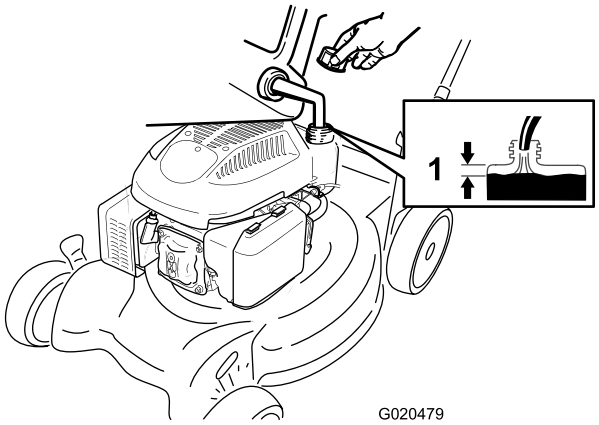

Figur 10
1. Rengjør rundt drivstofftanklokket, og ta av lokket (Figur 10).